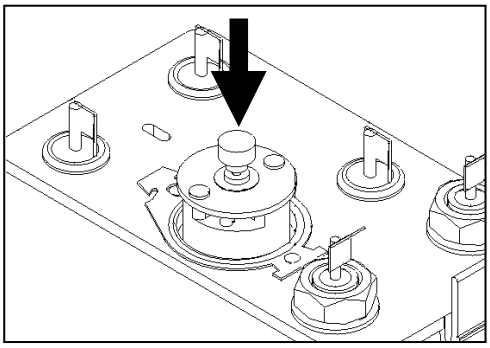

Figure 2 - Reset the thermal cut-off switch.
d) Press the "**reset**" button on the thermal cut-off switch (figure 2).